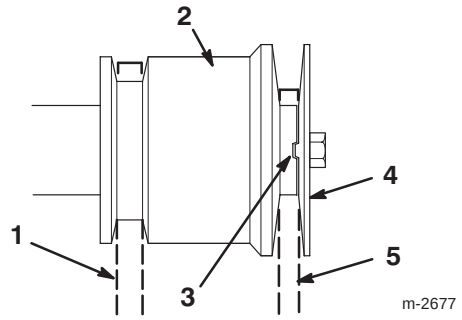

Bild 32
Hinweis: Stellen Sie sicher, dass der Fahrantriebsriemen nirgendwo eingeklemmt ist (Bild 32).
15. Bringen Sie die Motorantriebsscheibe an. Achten Sie dabei darauf, dass die Indexrippe in der Motorantriebsscheibe auf die Indexkerbe in der Motorriemenscheibe abgestimmt ist (Bild 32).
16. Bringen Sie die Scheibe, Sicherungsscheibe und die Kurbelwellenschraube an, mit denen die Motorriemenscheibe befestigt ist (Bild 32).
Hinweis: Stellen Sie sicher, dass der Fahrantriebsriemen von Schnecke/Gebläserad nirgendwo eingeklemmt ist (Bild 32).
Hinweis: Achten Sie darauf, dass die Indexrippe in der Motorriemenscheibe auf die Indexkerbe der mittleren Motorriemenscheibe ausgerichtet ist. Der Antriebsriemen darf nirgends eingeklemmt sein (Bild 32).